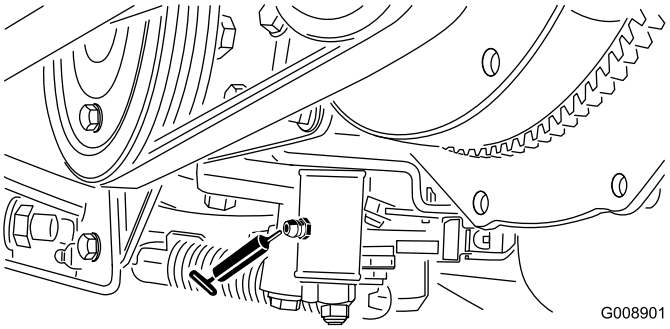

Figur 46
- Justeringsmekanism för neutralläge (Figur 46)